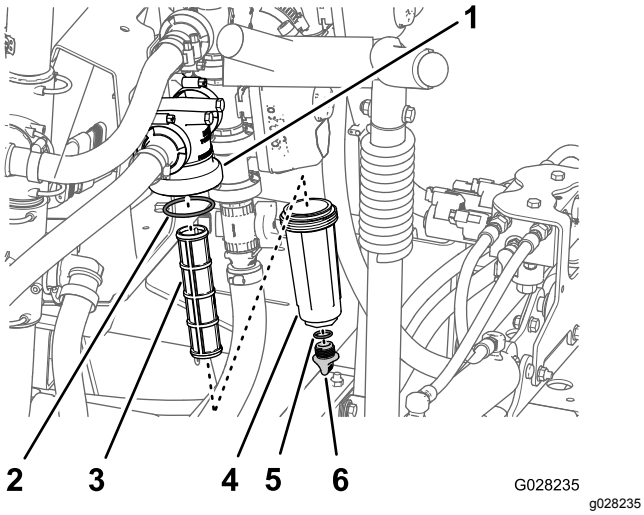

Figur 82
2. Plasser et tappefat under trykkfilteret (Figur 82).
3. Drei tappepluggen mot klokken, og ta fjern den fra bollen i trykkfilteret (Figur 82).
4. Drei bollen mot klokken, og fjern den fra filterhodet (Figur 82).
5. Fjern det gamle trykkfilterelementet (Figur 82).
6. Kontroller om det er skader eller slitasje på O-ringen på tappepluggen (den er inne i bollen) og O-ringen for bollen (inne i filterhodet) (Figur 82)
7. Monter det nye trykkfilterelementet i filterhodet (Figur 82).
8. Monter bollen på filterhodet og stram til for hånd (Figur 82).
9. Sett inn tappepluggen i bollen og stram den for hånd (Figur 82).